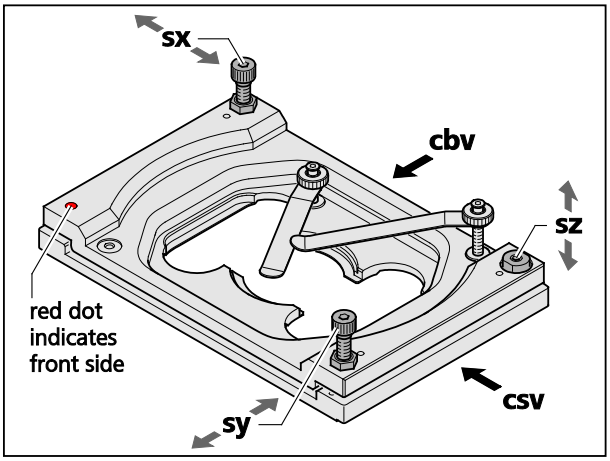
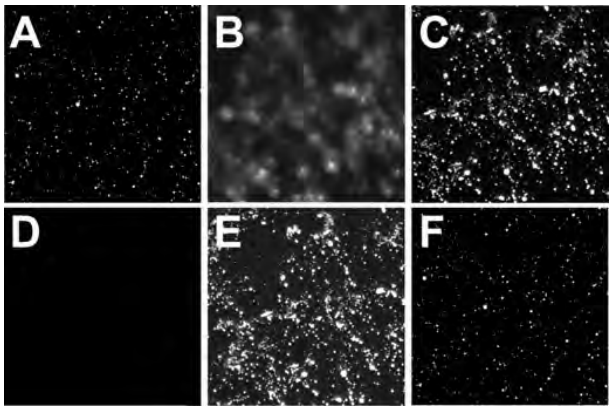

Fig. 5 **Adjustable sample holder – schematic view**
Fig. 6 **Focus control in epi-fluorescence**
1. Take a fluorescent sample like embedded beads and mount centrally over the objective. (Note: you can also use your own fluorescent sample). Use WF illumination with the X-Cite or laser light and focus manually onto the sample using the stand's focus drive (Fig. 6/**A**).
b) If the sample is out of focus (Fig. 6/**B**) refocus manually by using the stand's focus drive (Fig. 6/**C**); otherwise no further leveling is necessary. Record the relative change in the focus position by reading the value in the **Z-Position** input box of the **Focus** tool. If the focus is off more than 10 µm it is recommended to do a pre-adjustment. To this end adjust the edges of the clefts viewed from the right side (Fig. 5/**csv**) and back side (Fig. 5/**cbv**) to be parallel using screws **sy** and **sx**, respectively (Fig. 5). The cleft's width should be approximately 2 mm as preset by the factory, but can be adjusted with screw **sz** if needed.
c) Multiply that value with **55** and manually set the focus onto this value using the stand's focus drive (Fig. 6/**D**). (Note: The factor **55** is only accurate, if the sample was positioned in the center.)
d) Use the back left screw (Fig. 5/**sx**) of the sample holder to readjust the focus (Fig. 6/**E**). Turn clockwise if the focus position was positive, counter clockwise if it was negative. (Note that one turn corresponds to approximately 125 µm).
e) Press the lower pointing arrow of the **X** input box of the **Stage** tool to return to the initial position. If the image is in focus (Fig. 6/**F**) X leveling is complete; otherwise repeat steps 3a) - e) iteratively. If applicable, the multiplication factor of 3c) can be adjusted.
a) Enter in the **Stage** tool in the **Step [µm]** input box "1000". Press the upper or lower pointing arrow of the **Y** input box, whatever is required to step 1000 µm upwards in the Y direction (Fig. 6/**A**).
b) If the sample is out of focus (Fig. 6/**B**) refocus manually by using the stand's focus drive (Fig. 6/**C**); otherwise no further leveling is necessary. Record the relative change in the focus position by reading the value in the **Z-Position** input box of the Focus tool.
c) Multiply that value with **40** and manually set the focus onto this value using the stand's focus drive (Fig. 6/**D**). (Note: The factor **40** is only accurate, if the sample was positioned in the center.)
d) Use the front right screw (Fig. 5/**sy**) of the sample holder to readjust the focus (Fig. 6/**E**). Turn clockwise if the focus position was positive, counter clockwise if it was negative. (Note that one turn corresponds to approximately 125 µm).
e) Press the lower pointing arrow of the **Y** input box of the **Stage** tool to return to the initial position. If the image is in focus (Fig. 6/**F**) Y leveling is complete; otherwise repeat steps 4a) - e) iteratively. If applicable, the multiplication factor of 4c) can be adjusted.